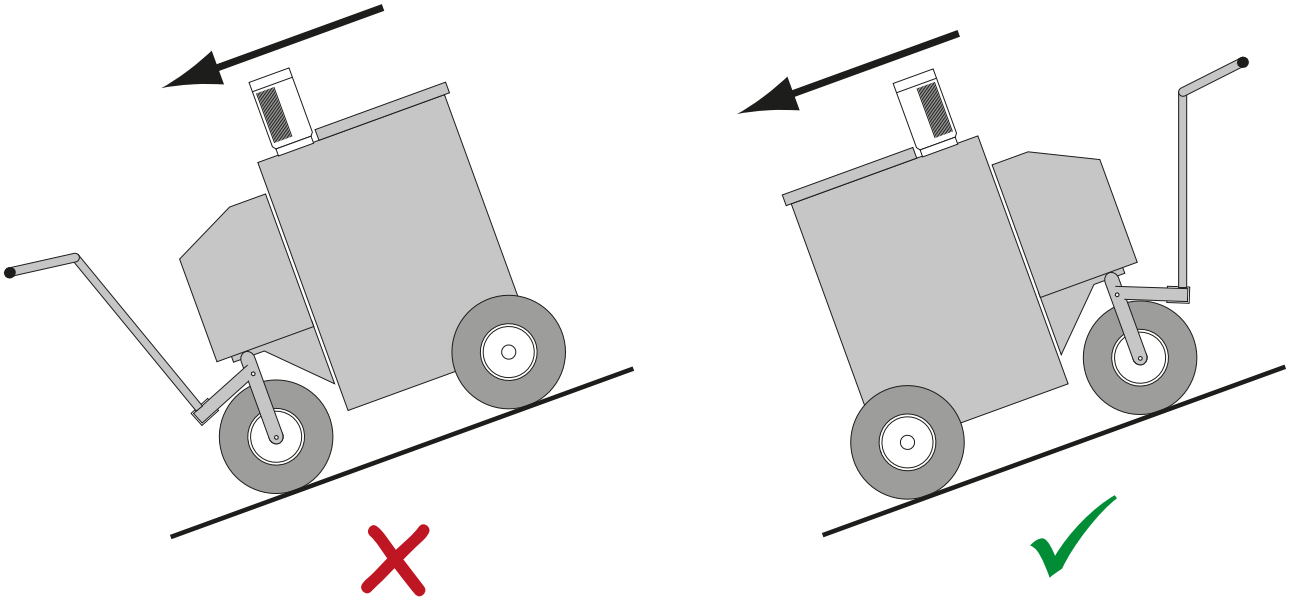

Imagen 2: Ajuste la dirección de marcha en terrenos inclinados
- Camine por detrás de la máquina (en sentido contrario a la marcha, véase en Imagen 2: Ajuste la dirección de marcha en terrenos inclinados en la página 10.